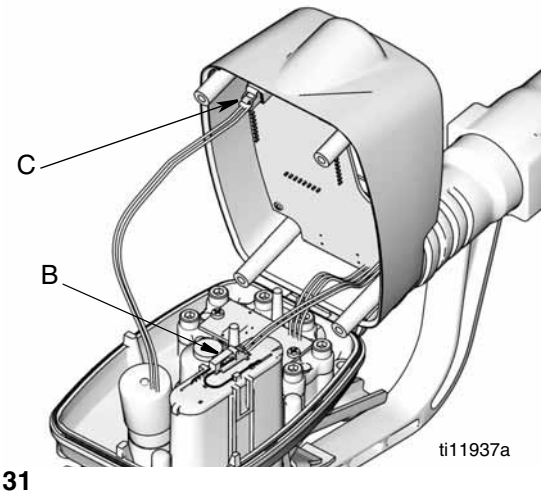

FIG. 31
3. Retournez le compteur et faites glissez le couvercle vers l'arrière (FIG. 31).